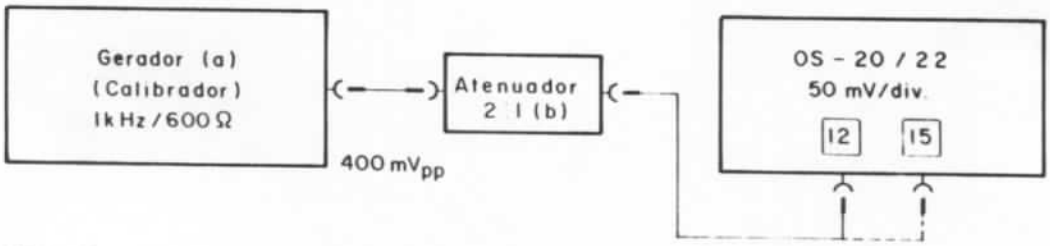

FIG.4
6.5.3 Ligue o gerador (a) com o atenuador (b) à entrada [15] do osciloscópio, com uma freqüência de 1kHz e o nível de $200mV_{pp}$ (vide fig. 4).